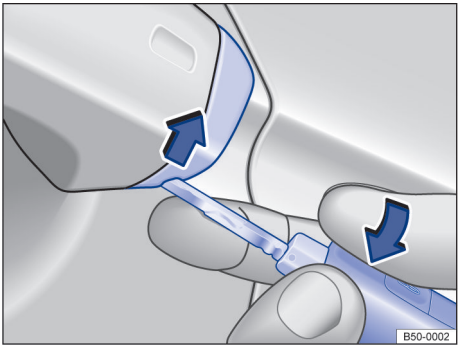

Fig. 55 Maçaneta da porta do condutor: levantar a capa de cobertura.
– Levantar a capa de cobertura com a chave do veículo no sentido da seta → Fig. 55.